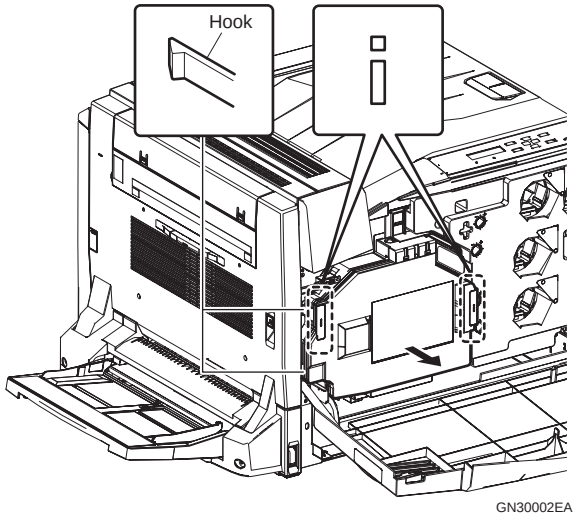

Figure 4-1. Removing the WASTE TONER COLLECTOR
1. Hold the left and right handles (positions in Figure 4-1) of the WASTE TONER COLLECTOR and pull out the WASTE TONER COLLECTOR.